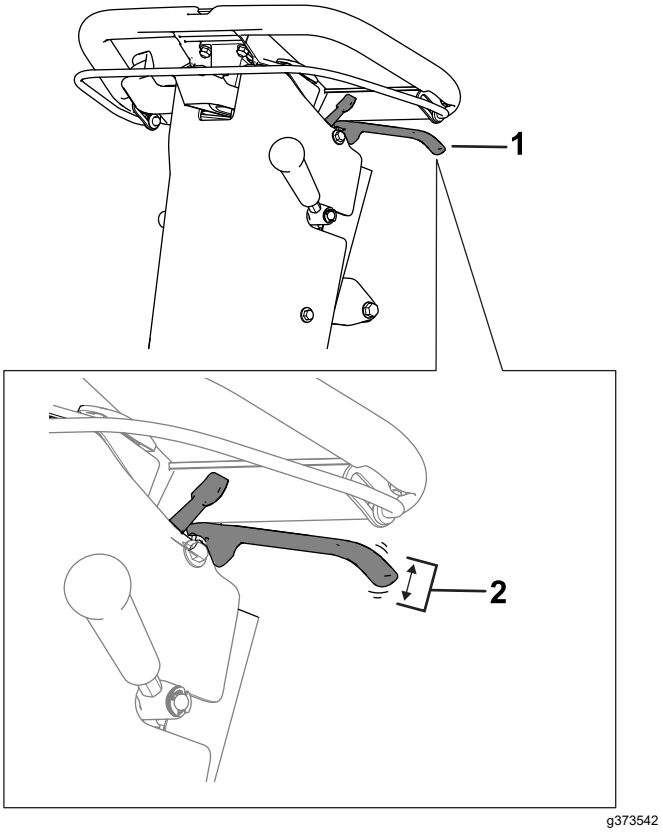

Figuur 32
2. Meet de speling aan het uiteinde van de parkeerremhendel (Figuur 32).